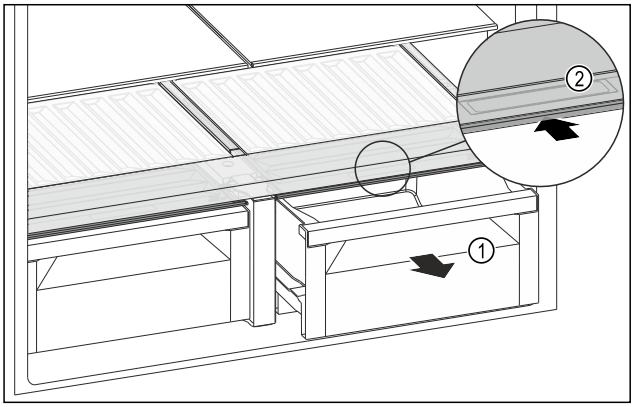

*Fig. 128*
▶ Extraer el compartimento *Fig. 128 (1)*.
▶ Agarrar el tirador empotrado *Fig. 128 (2)* en la tapa del compartimento y tirar de la tapa del compartimento hacia atrás al mismo tiempo.